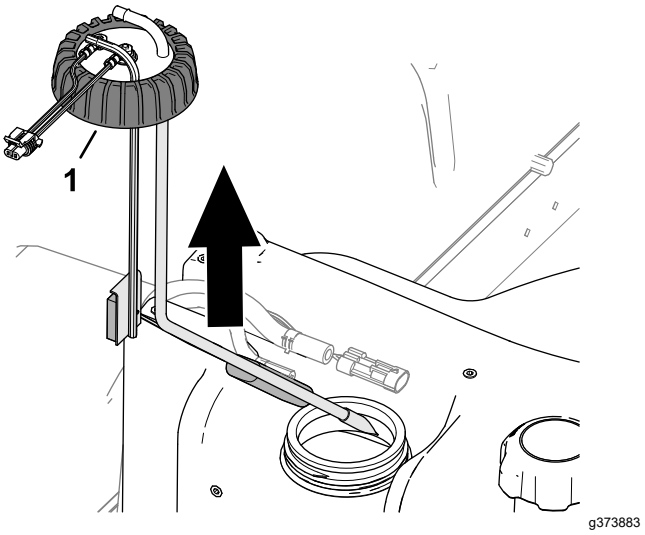

Figur 90
5. Løsn brændstofsenderhætten (Figur 90).